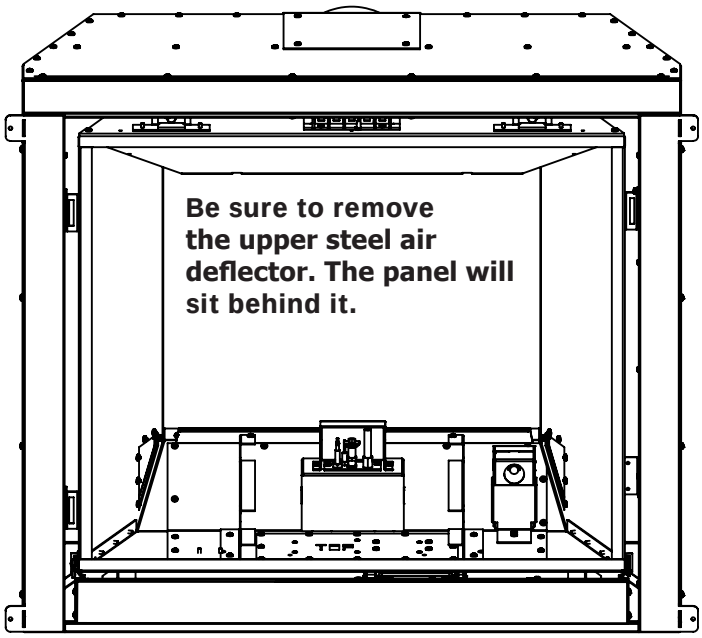

Figure 34. Firebox liner preperation
Step 1: **Be sure the fireplace is cool.** Remove the door, the log set (if installed), log grate, burner tube, and the upper and lower air deflectors. Removal of these parts will be found in the Maintenance and Service section of this manual. Once all required components are removed your appliance should resemble Figure 34.